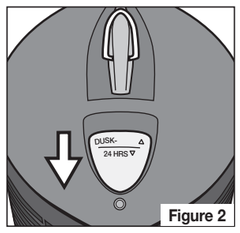

Figure 2
a. Para seleccionar la Operación de 24 horas, deslice hacia abajo el botón gris en la tapa de manera que cubra el sensor de anochecer. La unidad permanecerá ENCENDIDA las 24 horas del día **(Figure 2)**.